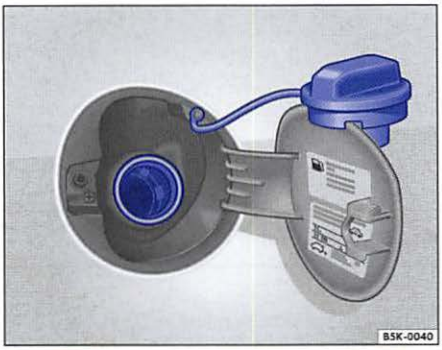

Fig. 125 Fuel cap placed on the open fuel filler flap.
- Unscrew the fuel filler cap counterclockwise and remove. Place the cap on the top of the fuel filler flap ⇒ fig. 125.
The correct fuel grade for your vehicle is listed on a sticker on the inside of the fuel filler flap ⇒ fig. 125.
The correct fuel grade for your engine is shown on a sticker located on the inside of the fuel filler flap ⇒ fig. 125.